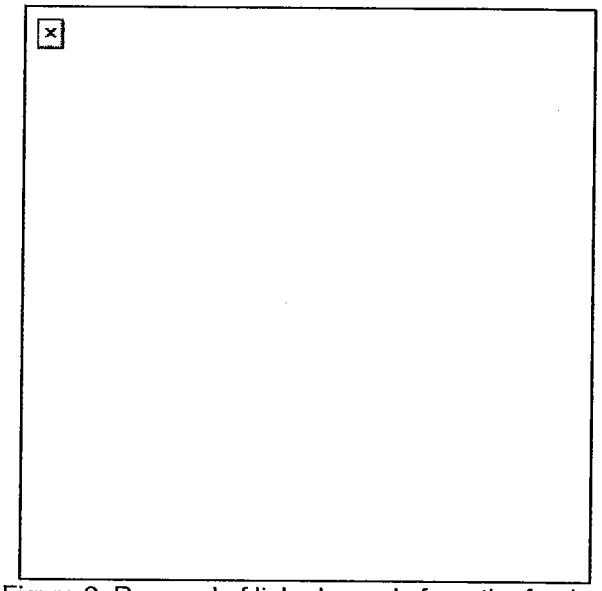

Figure 2. Removal of linked rounds from the feeder.
a. Open the top cover. Check for rounds in the feeder. If you find any rounds in the feeder, perform the following actions (Figure 2).
(1) with one hand, reach beneath the feeder. Press the primary and secondary positioning pawls at the same time.
(2) At the same time, slide the linked rounds out of the feeder and feed throat.